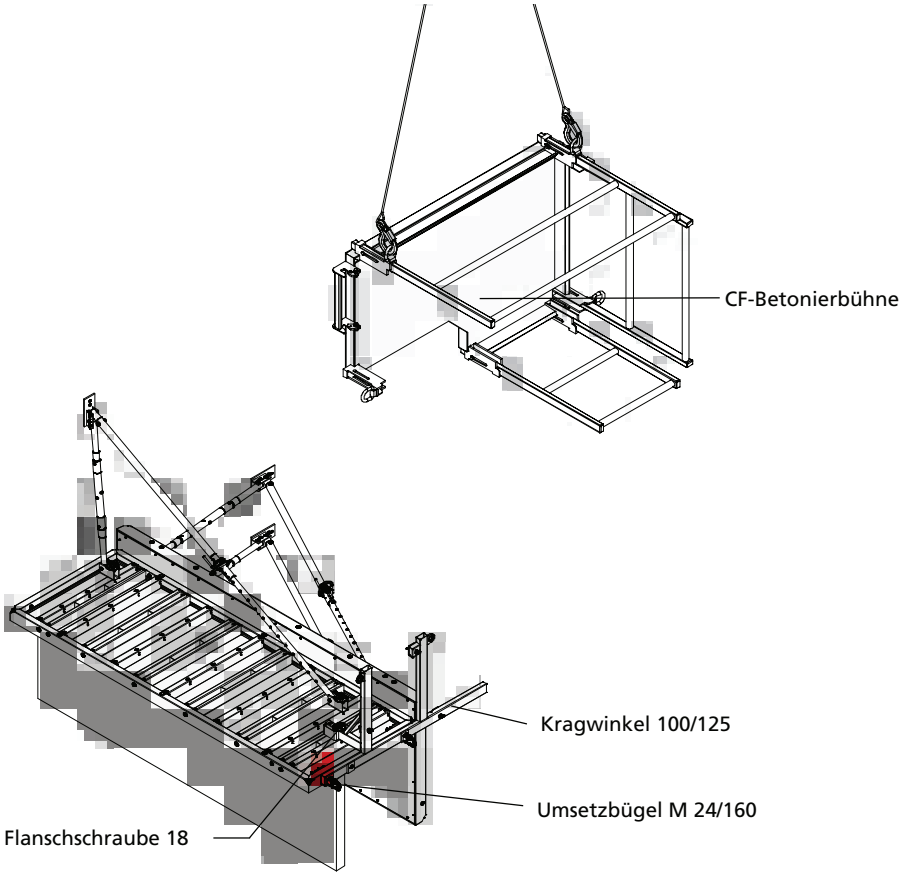

Abb. 56.1
1. Den Kragwinkel 100/125 mit 2 Umsetzbügeln M 24/160 auf dem Rahmen des Stützenelementes durch die beiden Transportlöcher befestigen. Die am Kragwinkel integrierte Konsole mit einer Flanschschraube 18 an der Funktionsmutter des Stützenelementes festschrauben (Abb. 56.1).
2. Das Geländer an der Betonierbühne hochklappen. Dann ein 2-Strang-Krangehänge an den Kranösen der Betonierbühne anbringen (Abb. 56.1).